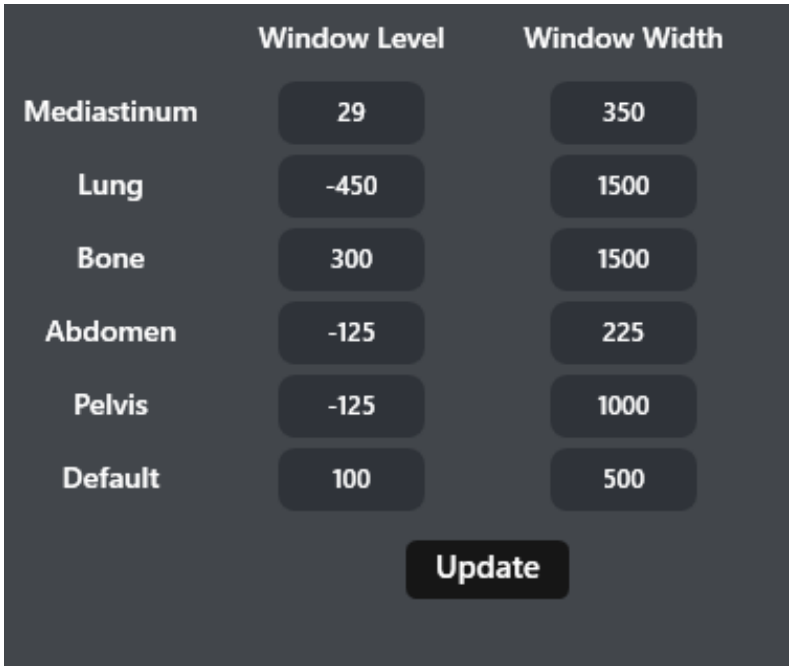

Figure 3.21 *Window level*
8. WL : User can set values for window length and window width for different parts, as shown in figure 3.21